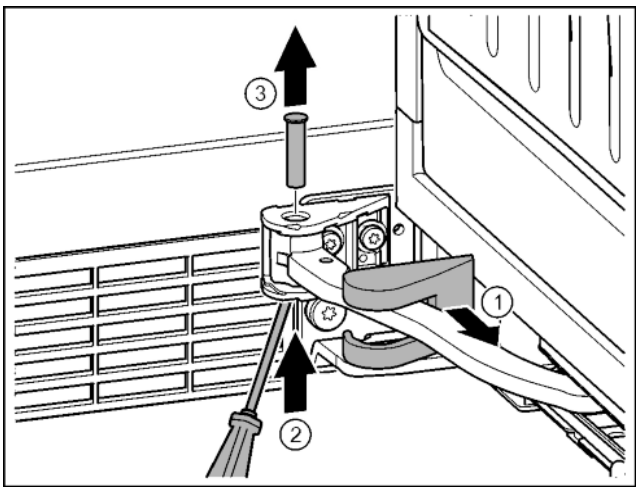

Fig. 15
▶ Remove the bearing bracket cover and push it along the hinge. *Fig. 15 (1)*
▶ Lift the bolt with a finger or screwdriver from below. *Fig. 15 (2)*
▶ Insert the screwdriver under the bolt head and remove. *Fig. 15 (3)*